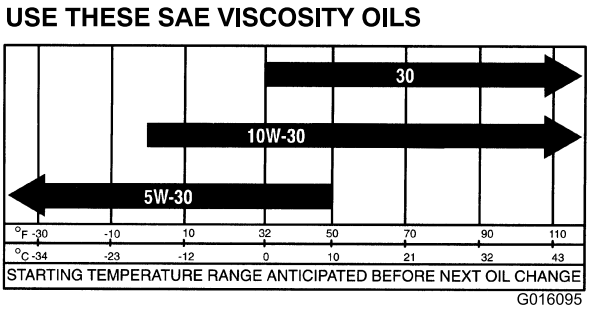

**Figur 44**
**Motorolieviskositet:** 10W-30. Vælg en motorolieviskositet i henhold til den omgivende lufttemperatur i tabellen i Figur 44.